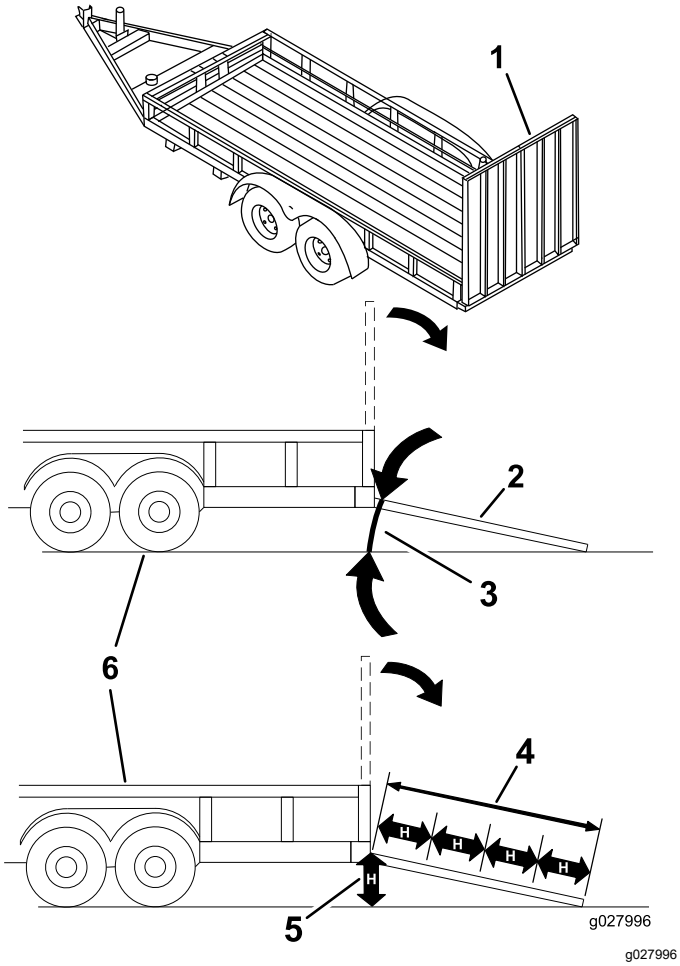

Figura 25
El cargar la máquina en un remolque o un camión aumenta la posibilidad de un vuelco y podría causar lesiones graves o la muerte (Figura 25).
3. Baje la rampa, asegurándose de que el ángulo entre la rampa y el suelo no supera los 15 grados (Figura 25).
1. Baje la rampa, asegurándose de que el ángulo entre la rampa y el suelo no supera los 15 grados (Figura 25).